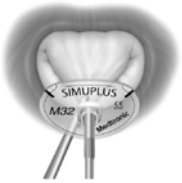

図 1
1) サイザを弁輪上に降ろし、サイザの線維三角マーカを線維三角に合わせる(図 1)。